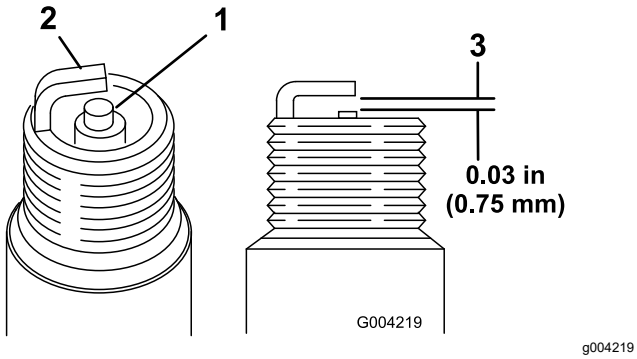

Rysunek 48
1. Przyjrzyj się środkowi obu świec zapłonowych (Rysunek 48). Jeżeli widzisz, że izolator lekko pobrązowiał lub poszarzał, silnik działa poprawnie. Czarny nalot na izolatorze zazwyczaj oznacza, że filtr powietrza jest brudny.
2. Należy sprawdzić odstęp między centralną i boczną elektrodą (Rysunek 48).
3. Należy przechylić boczną elektrodę (Rysunek 48), gdy odstęp nie jest właściwy.